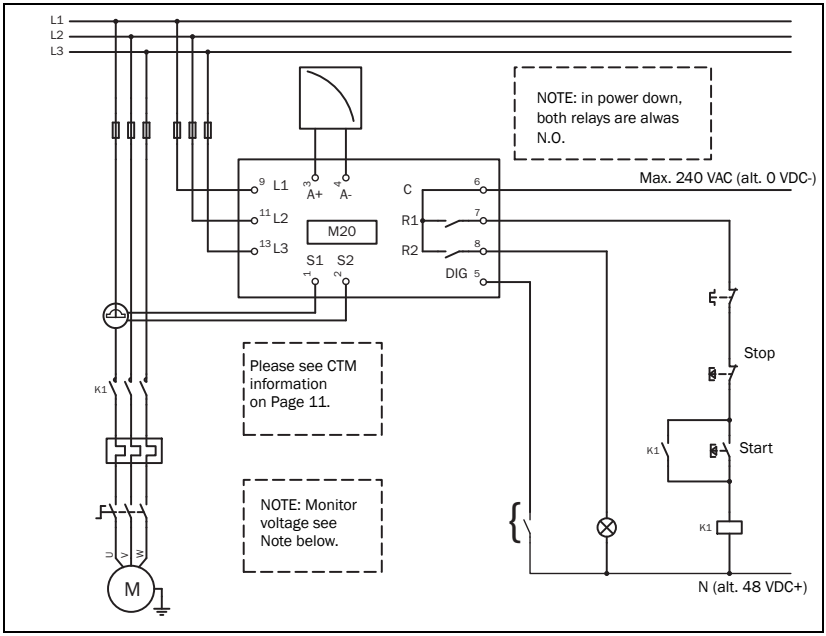
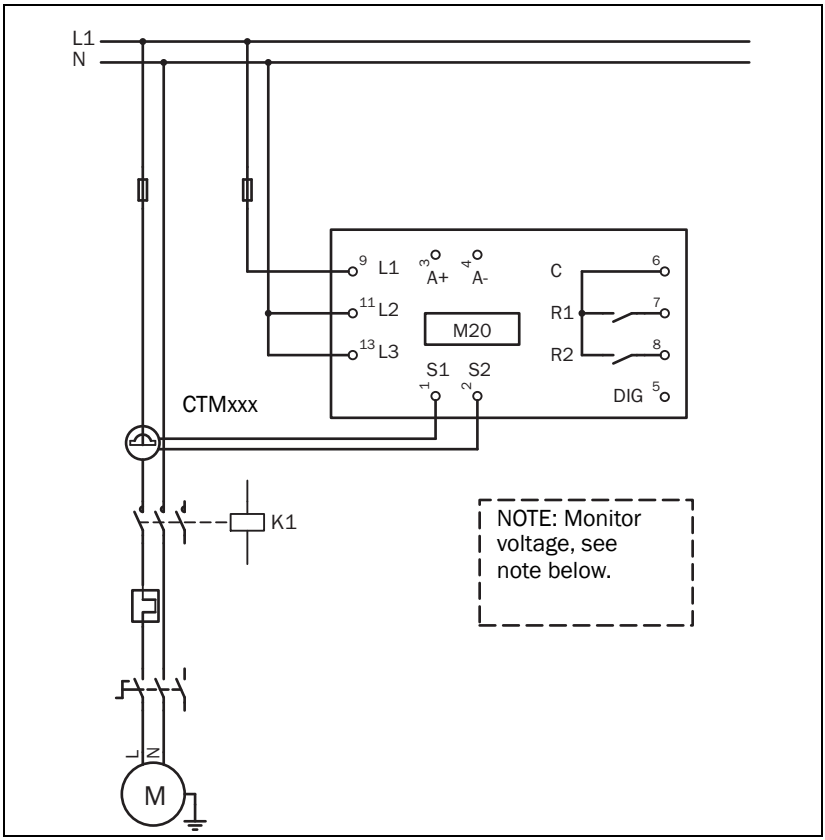

Fig. 1 Connection example
Fig. 2 Single-phase connection example.
1. Connect the Emotron M20 according to chapter 5 and Fig. 1.
The following wiring diagram provides an example of how the M20 can be connected to control the start/stop circuit of a three-phase motor, Fig. 1. Connections to a single-phase motor are described later in this manual (Fig. 2) as are the programming changes necessary for such applications. The default setting for the M20 is 3-phase.
1. The current transformer CTMxxx must be placed in the same phase that is connected to terminal 9, phase L1, see Fig. 1. Failure to follow this requirement will result in the monitor failing to function.
2. For single-phase connection see fig 2.
Note: The current transformer (CTMxxx) must be placed in the same phase that is connected to terminal 9, phase L1, see Fig. 1.
NOTE: If the START/STOP is connected as per Fig. 1, it is recommended that terminals 6 and 7 be bypassed during programming. After the programming is completed the bypass must be taken out. Make sure that the monitor voltage range e.g. 3x380-500 VAC matches the connected motor/line voltage, e.g. 3x 400 V.
This wiring example shows the connections required for single-phase applications. Refer to Fig. 1 for the remaining wiring.
NOTE: In Fig. 2 make sure that the monitor voltage range e.g. 1x100-240 VAC matches the connected motor/"line – neutral" voltage, e.g. 1x 230 V.
The digital input uses terminals 5 (DIG) and 6 (C - reference). Either a VAC or a VDC signal may be used. Connect + to terminal 5 (DIG) and - to terminal 6 for VDC signal. Please note the polarity when DC voltage is used. See also Fig1 and terminal 6: Max. 240 VAC (or 0 VDC-) and on terminal 5: N (or 48 VDC+). See also chapter 9, Advanced Features.